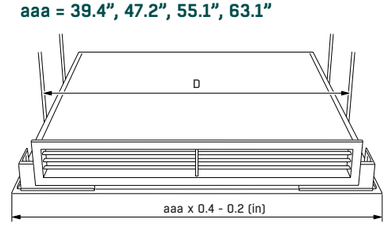

FIGURE 2. Front view of the ORION IQHA with suspension rods
1) Chilled beams shall be independently suspended from the structure above by four (4) threaded rods of 3/8" diameter. (See **FIGURE 2**) The upper end of the rods shall be suspended from brackets that are: